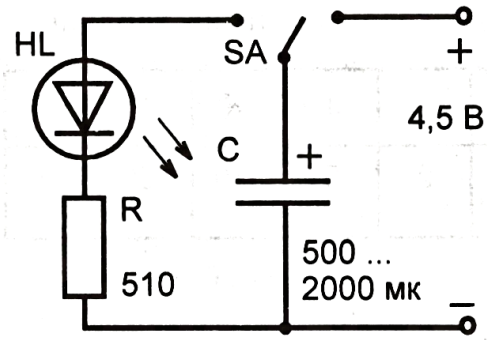

Рис. 10-6-2
1. Зарядите оксидный конденсатор большой емкости (500 -2000 мкФ), подключив к источнику тока с учетом полярностей выводов (рис. 10-6-2). Касание выводов конденсатора к электродам источника питания может быть кратковременным, т.к. зарядка происходит мгновенно.